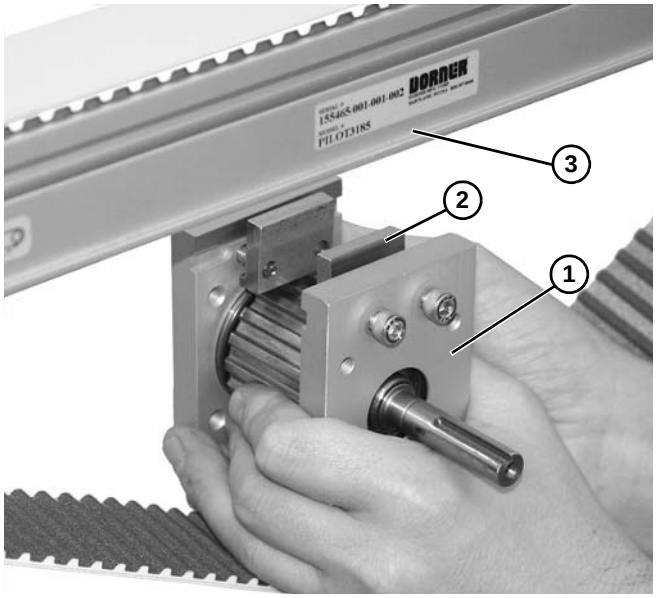

Abbildung 85
3. Klemmblock der mittleren Spindelbaugrupe **(Abbildung 85, Teil 1) (Abbildung 85, Teil 2)** von der Förderrinne **(Abbildung 85, Teil 3)** auf jeder Seite des Förderbandrahmens absenken.